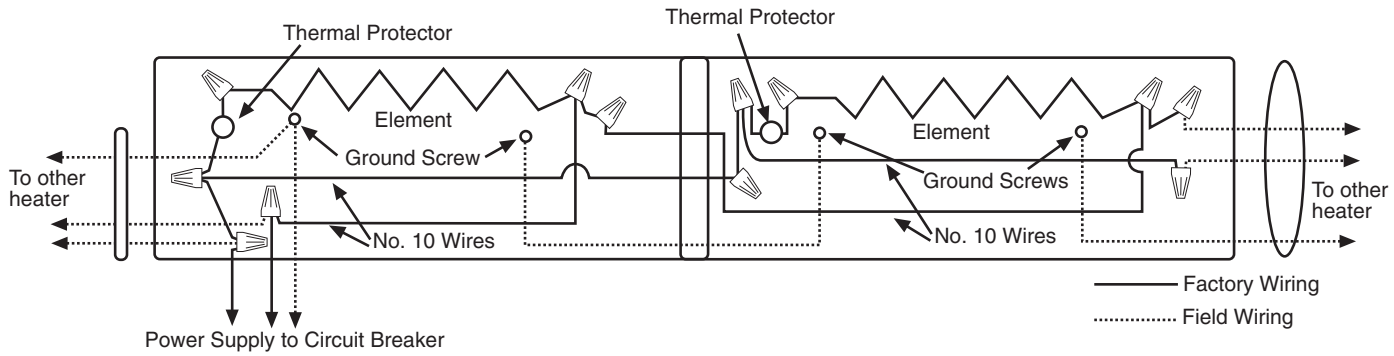

Fig. 8
9. Following the wiring diagram secured to the heater, make the electrical connections. Refer to Fig. 8 to connect the other heaters in parallel. Grounding of the other heaters is accomplished by connecting a jumper wire (not supplied) between the two adjacent heaters.
IMPORTANT NOTE: These heaters are provided with a built-in safety limit (Thermal Protector– see Fig. 8) to automatically turn off the heater if it is blocked or otherwise overheats due to an abnormal condition. The heaters should not be cycling off on this safety control during normal use. If this is occurring, check heater installation to assure it has adequate clearances and the free airflow around heater is not restricted. If heater continues to cycle on this safety control, discontinue using until it can be inspected and/or repaired by a qualified electrician.